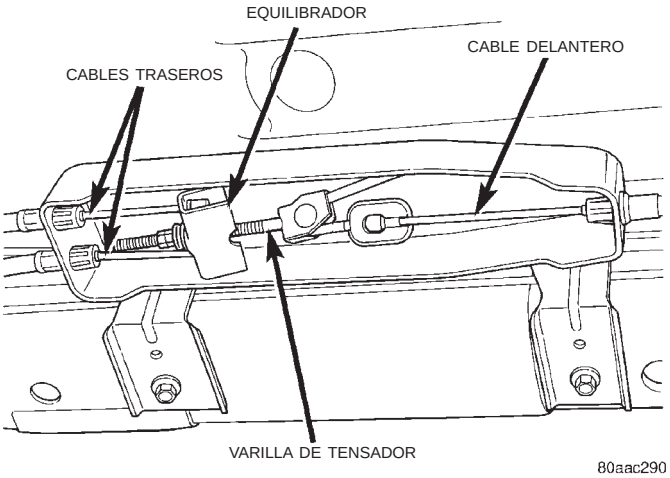
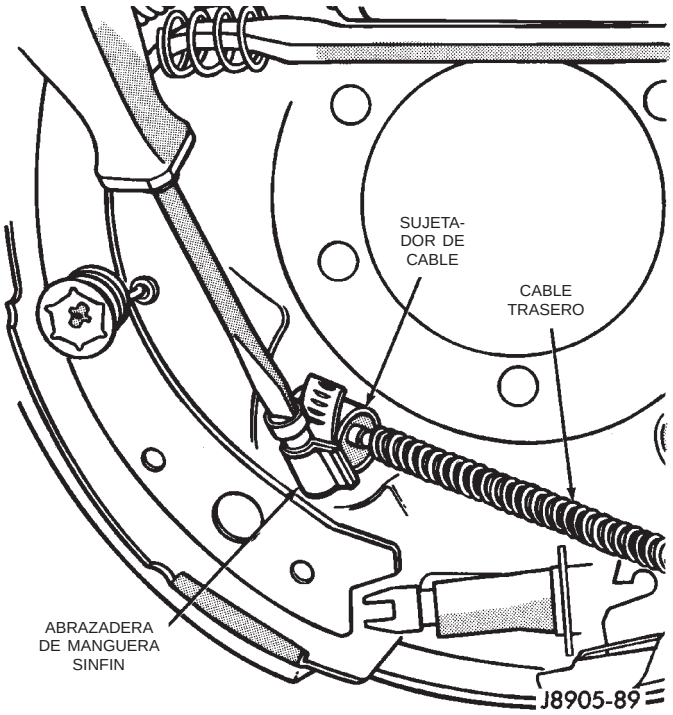

Fig. 36 Cables del freno de estacionamiento
Fig. 37 Sujetador de cable
(1) Eleve el vehículo y afloje las tuercas del ajustador hasta que los cables traseros pierdan tensión.
(2) Desenganche los cables del ajustador y comprima el sujetador de cable con una abrazadera de manguera sin fín.
(3) Retire los cables de la abrazadera de cable (Fig. 36).
(4) Retire la rueda trasera y los tambores de freno.
(5) Retire la zapata secundaria y desconecte el cable de la palanca en la zapata.
(6) Comprima el sujetador de cables con una abrazadera de manguera sinfín (Fig. 37) y retire los cables de las placas de soporte.